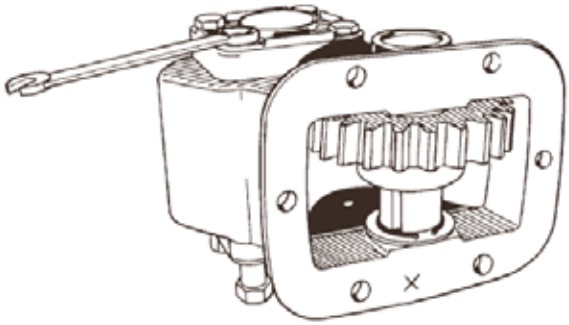

Figure 3 Removing Bearing Cover Plate
i. Remove the four bolts securing the drive shaft bearing cover plate to the housing and remove the cover plate and gasket (Figure 3).